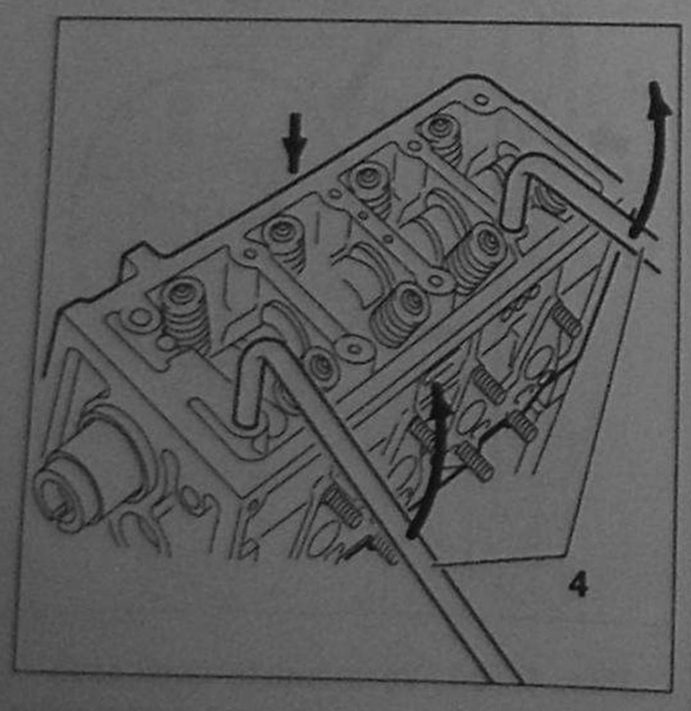

Рис. 4.106.
40. Оторвите головку блока цилиндров, поворачивая ее, как показано на рис. 4.106, при помощи рычагов для снятия головки цилиндров 149-T [4].